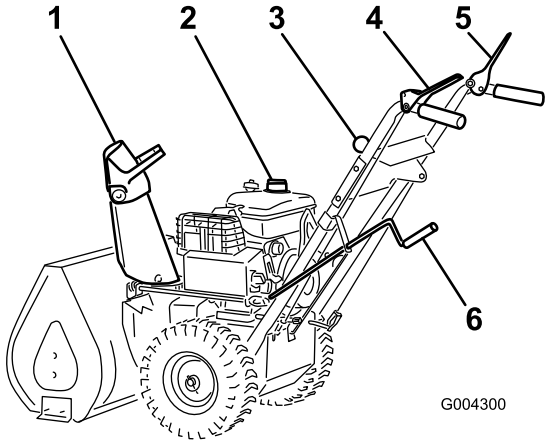

Figur 13
3. Släpp upp matarskruvs-/impellerreglaget och drivningsreglaget (Figur 13).
11. Flytta växelväljarspaken (Figur 13) till ettans växel, tryck drivningsreglaget mot handtaget och släpp det sedan. Om snöslungan rör sig framåt innan